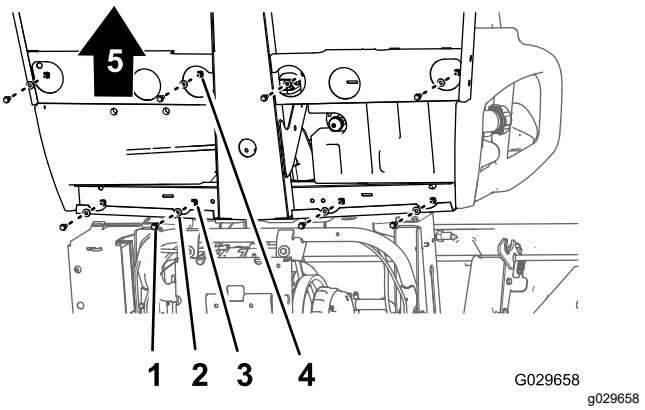
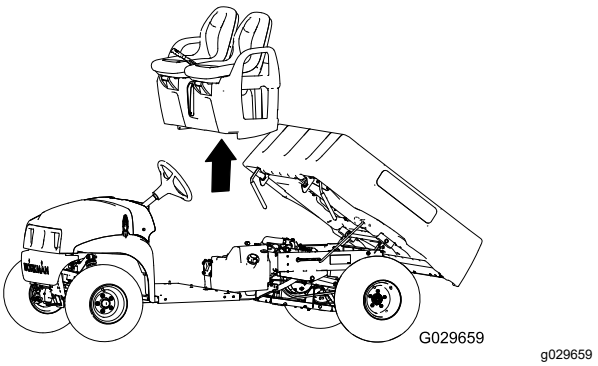

Figur 41
Figur 42
1. Fjern de otte flangehovedbolte og otte spændeskiver i bunden af maskinen, der fastgør sædesoklen til gulvpladen og kanalen i førerhusets bagende (Figur 41).
2. Løft forsigtigt sæderne, sædesoklen og parkeringsbremsens kabler af maskinen (Figur 41).
1. Løft sæderne og sædesoklen på maskinen og juster bremsekablerne i forhold til chassiset (Figur 41 og Figur 42).
2. Ret hullerne i sædesoklen ind efter hullerne i gulvpladen og kanalen i førerhusets bagende (Figur 42 og Figur 41).